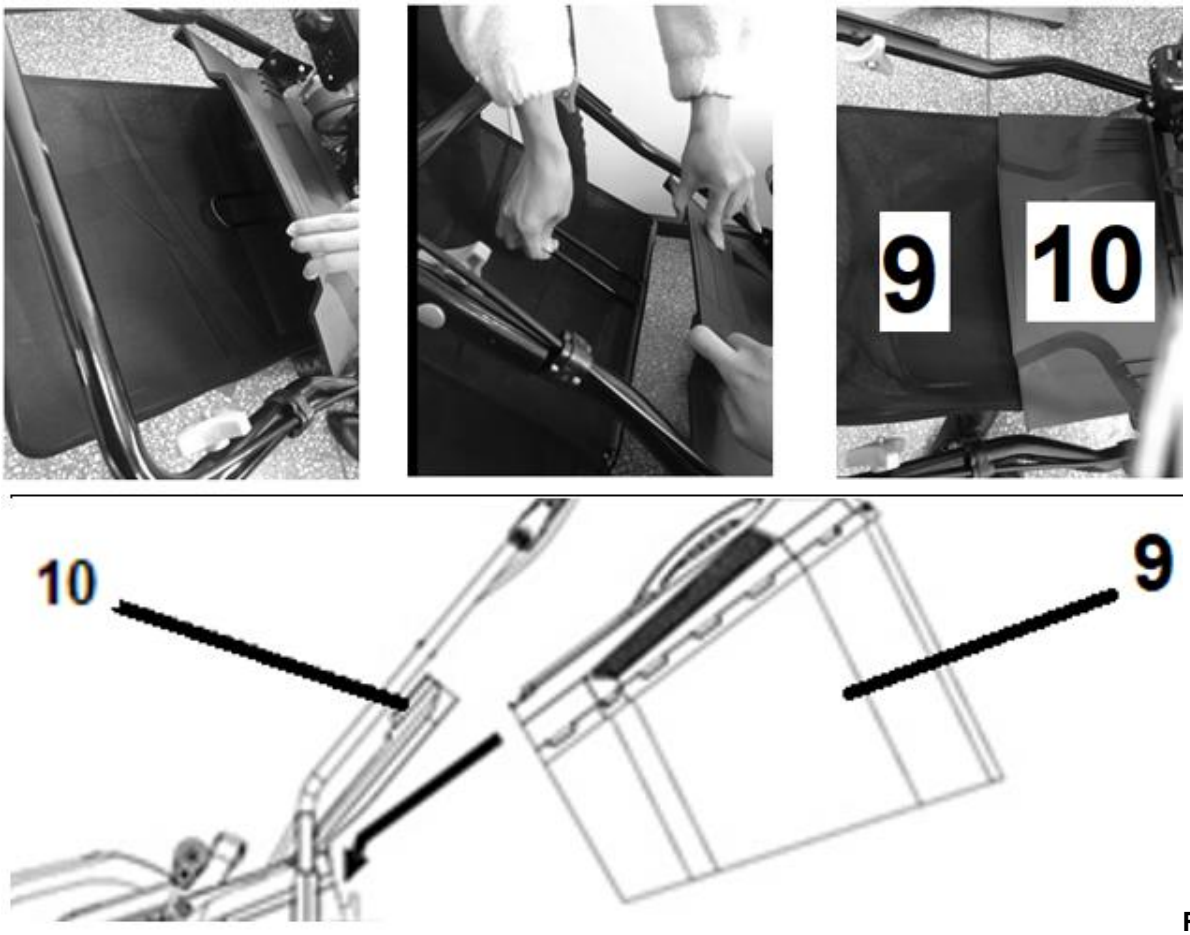

Rys. 4
1. podnieś tylną klapę (Rys. 4, poz. 10) sprawdź otwór wylotowy
2. zamocuj kosz z tyłu obudowy (Rys. 4, poz. 9).